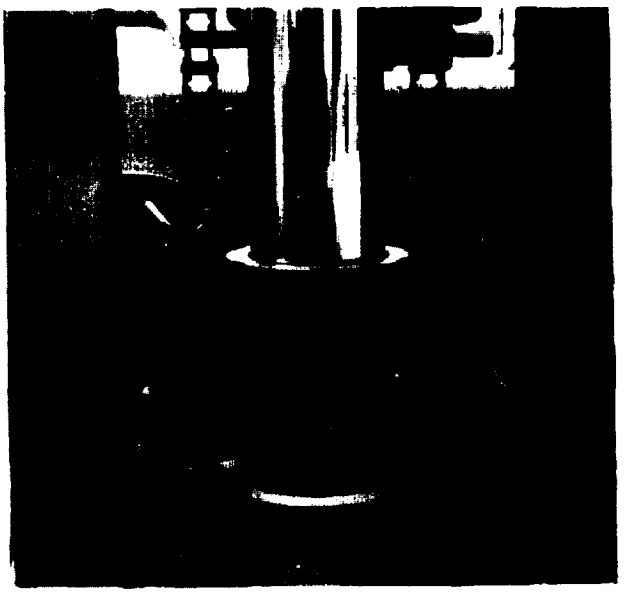

Figure 4-82. Lift Chain Adjustment
g. Raise carriage and measure the distance from where the center of ***the bottom carriage roller*** stopped, to the bottom edge of the inner slide. Distance must not be less than 1/2 inch. Adjust chain length at anchors (see figure 4-82) as required to obtain this dimension.